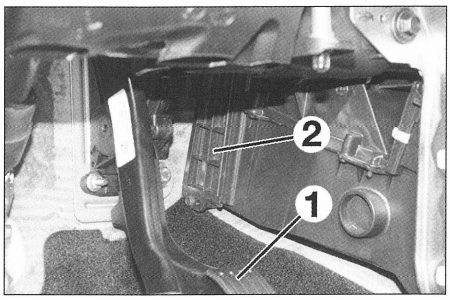

FIG. 5
- el pedal acelerador (1) con su soporte y colocarlo a un lado (fig. 5).
- la trampilla de acceso (2).